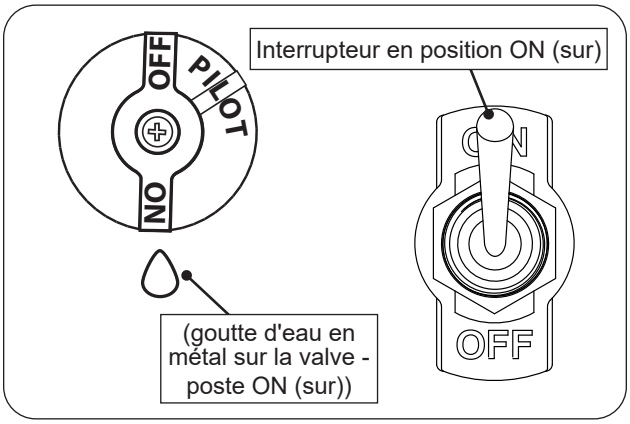

Fig. 48-1 Manual lighting
1. Assurez-vous que la veilleuse brûle. Tournez le bouton de commande dans le sens antihoraire ↶ sur **ON** (sur) (voir Fig. 48-1).
2. Basculez l'interrupteur à bascule sur **ON** (sur) pour allumer le brûleur (voir Fig. 48-1).